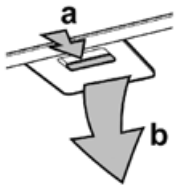

Fig. 1
1. Remove the metal filters (Fig. 1).